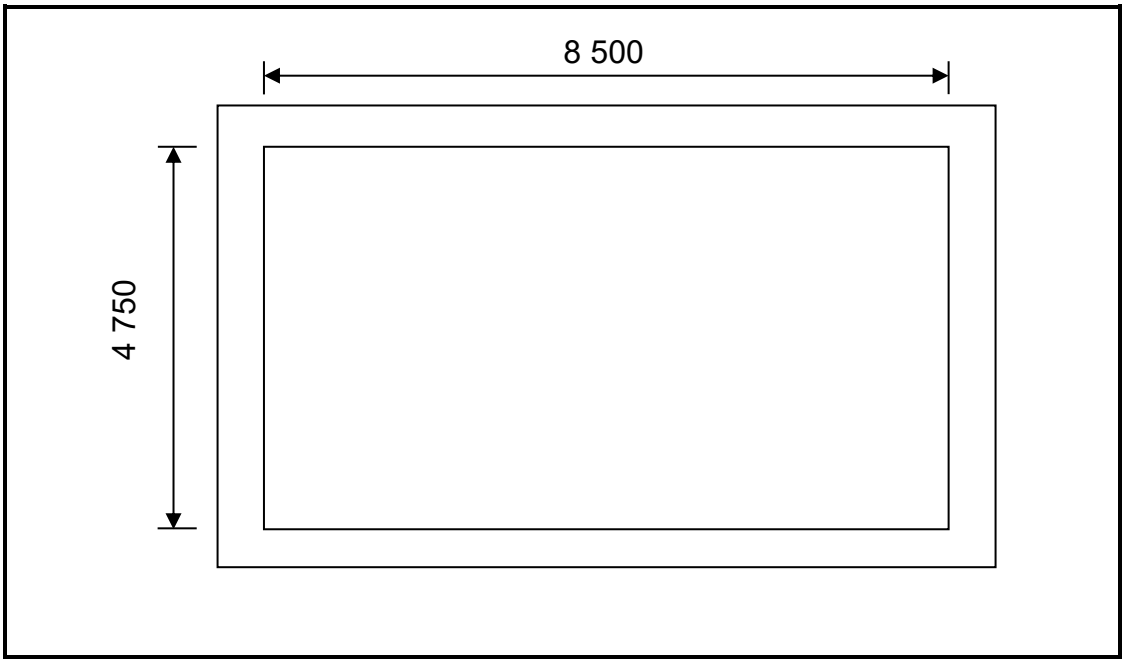

FIGURE 6.9
6.9 FIGURE 6.9 shows the foundation strips with inside measurements for a storeroom. The foundation is 700 mm wide and 250 mm thick.